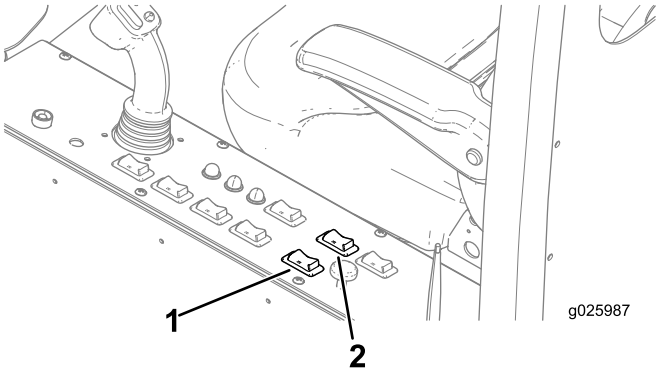

Figure 93
1. Appuyez sur l'arrière de l'interrupteur à bascule d'orientation (jusqu'à l'arrêt de la cabine) pour amener la cabine à la position de forage (Figure 93).
2. Appuyez sur l'arrière de l'interrupteur à bascule de rotation pour faire tourner la cabine à la position de forage voulue (Figure 93).
1. Appuyez sur l'avant de l'interrupteur à bascule de rotation (jusqu'à l'arrêt de la cabine) pour faire pivoter la cabine à la position de transport (Figure 93).
2. Appuyez sur l'avant de l'interrupteur à bascule d'orientation (jusqu'à l'arrêt de la cabine) pour amener la cabine à la position de transport (Figure 93).